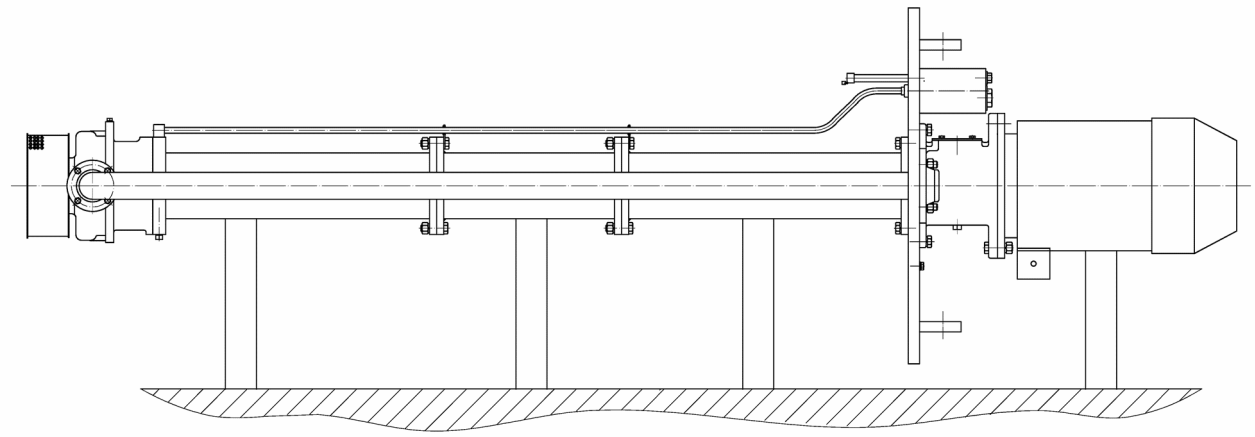

Рисунок 12.1 — Схема транспортировки агрегата
12.2 Во избежание опрокидывания вокруг опоры, горизонтально установленный агрегат НВД должен быть установлен на транспортировочные ложементы согласно рис.12.1.
Допускается погрузка, разгрузка агрегата вильчатым погрузчиком. Расположение направляющих вильчатого погрузчика должно соответствовать расположению ложементов согласно рис. 12.1. При погрузке и разгрузке агрегата погрузчиком необходимо предпринять меры во избежание опрокидывания агрегата или проворачивания его вокруг оси.